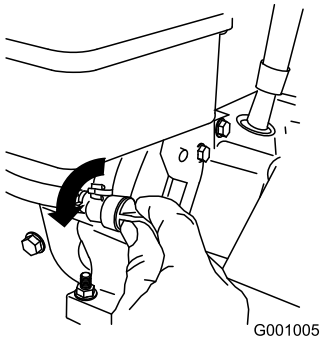

Figur 25
3. Öppna bränslekranen genom att vrida den motsols (Figur 25).